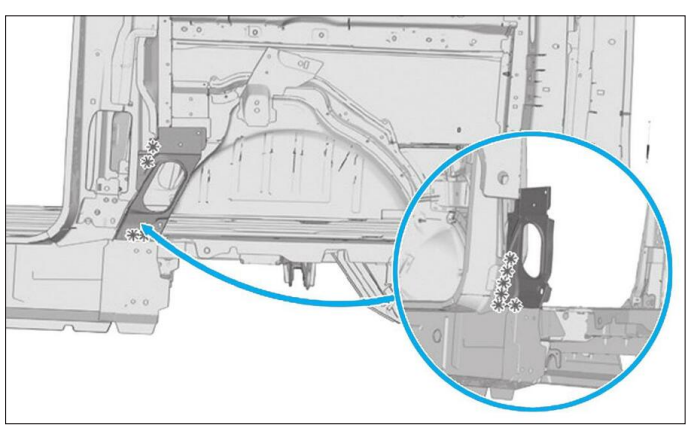

FIG. 105
• Découper les points **(Fig.105)**.